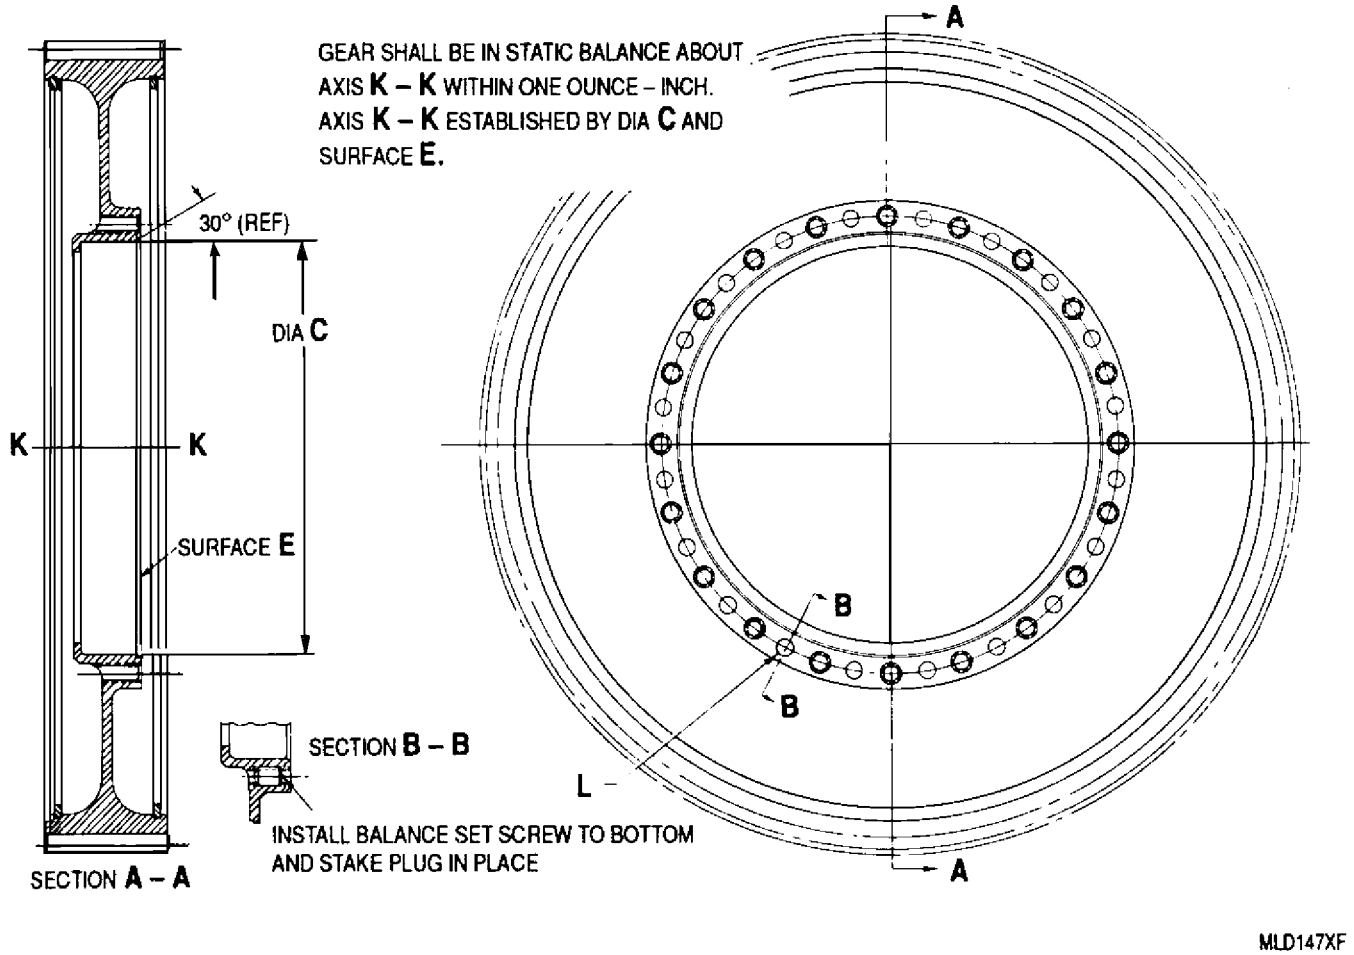

Figure 4. Main Drive Gear Assembly − Static Balance
(2) Coating shall be measured for uniform thickness (0.015 − 0.035 in.).
(3) Surface hardness shall not be lower than 81.0 HR30T. Hardness check shall be made on a surface that has had 0.003 − 0.005 in. removed by machining or polishing to provide a smooth surface. Final hardness is determined as an average of 3 − 5 hardness readings.
(4) Failure of a test coupon for any of the above limits will require that the gear, represented by that coupon, be reprocessed.
(5) Gear is reprocessed by removing plasma spray per paragraph 7, this WP, and reapplying.
9. MAIN DRIVE GEAR ASSEMBLY − STATIC BALANCE. (figure 4)
c. Gear shall be in static balance about Axis K−K. Axis K−K is established by Diameter C and Surface E (figure 4).
(1) Whenever possible, use existing tapped balance setscrew holes to balance gear. Install appropriate setscrews (bottomed) as required to meet balance requirement. If gear is balanced, stake setscrews in place.
(2) When additional setscrew locations are required for balance, tap one or more holes marked L (figure 4) at appropriate locations.
(3) Tap additional holes as follows:
(4) Install setscrews to bottom and stake in place (figure 4).